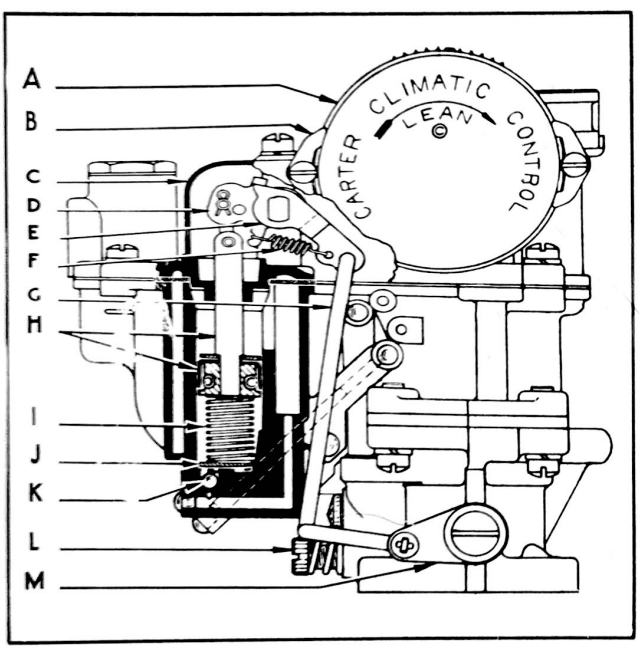

Figure 43
1. Remove dust cover. (Fig. 43).